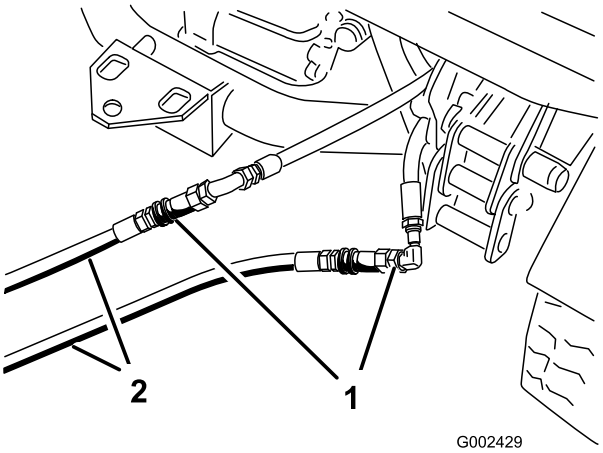

Figuur 72
3. Sluit de twee opstartslangen op het defecte voertuig aan op de slangen die zijn losgemaakt (Figuur 72). Sluit de niet-gebruikte aansluitingen af.